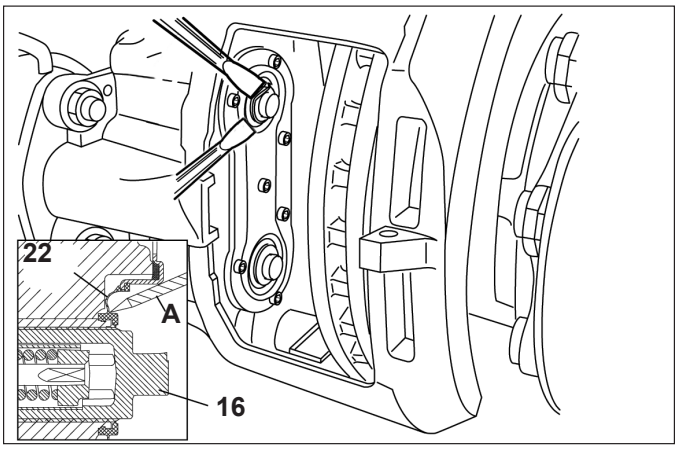

Figure 49 – Inner Seal Removal
5.5.8 *See Figure 49.* Carefully remove the inner seal using one or two flat-blade screwdrivers as shown. Caution: Do not insert the screwdrivers so far that they come into contact with the threaded tubes. Damage to the threaded tubes would require that the brake be replaced.